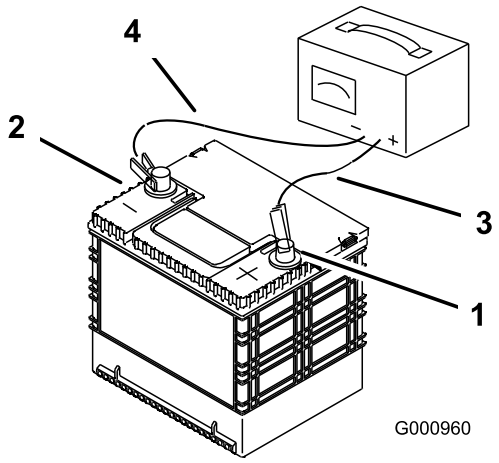

Figur 53
2. Når batteriet er helt oppladet, kobler du laderen fra strømuttaket og deretter laderledningene fra batteripolene (Figur 53).